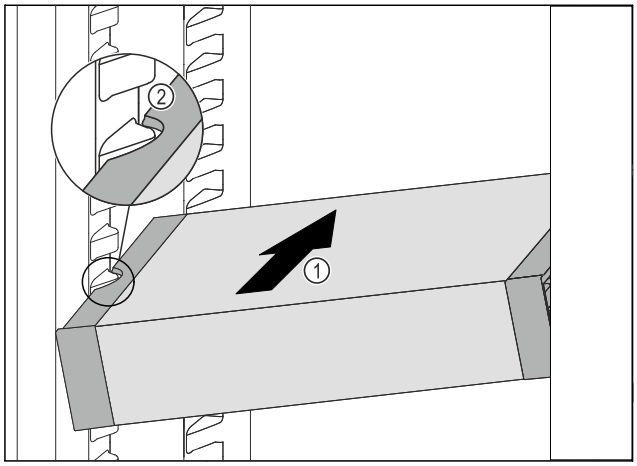

Fig. 205
▶ Împingeți VarioSafe oblic în frigider *Fig. 205 (1)*, până când degajările laterale *Fig. 205 (2)* ale VarioSafese află la înălțimea nervurii recipientului din frigider.